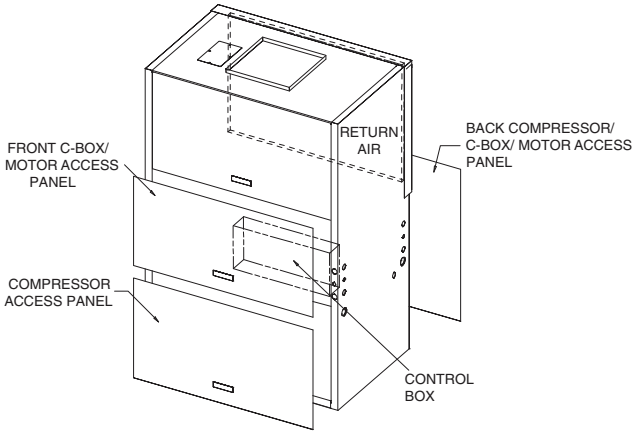

Fig. 17 — Remove Access Panels
1. Remove the 3 panels as shown in Fig. 17.